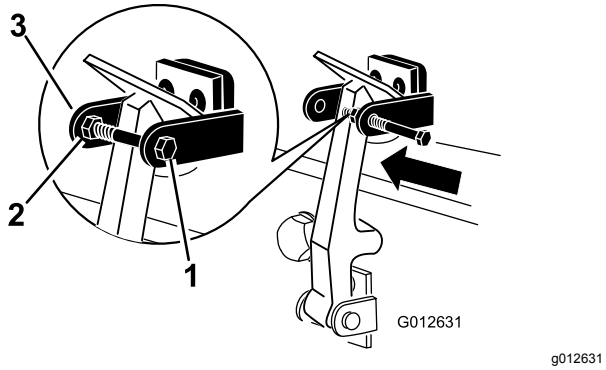

Figura 6
7. Enrosque el perno en el otro brazo del seguro de cierre del capó para fijar la posición del cierre (Figura 6). Apriete el perno, pero no apriete la tuerca.